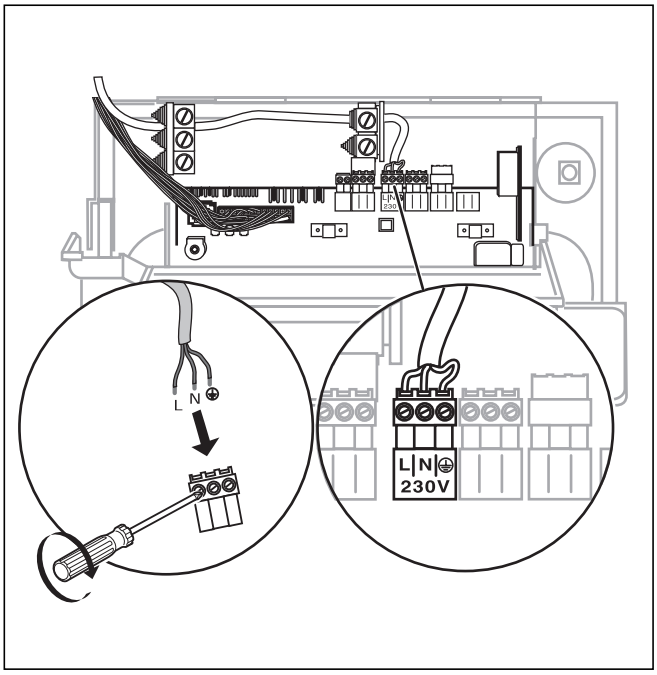

Рис. 5.1 Подключение сетевого кабеля
Сетевой кабель и все другие соединительные кабели (например, от отопительного насоса) могут быть присоединены к предназначенным для них штекерам системы ProE (см. рис. 5.1 и 5.2).
- Выполните жесткий монтаж сетевого кабеля к штекерам ProE (см. рис. 5.1).